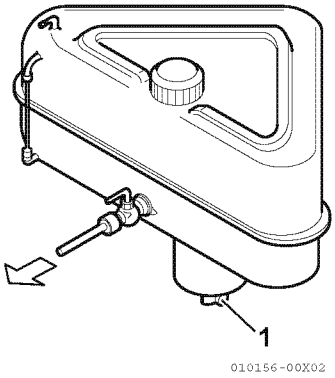

Figur 1
1. Sett et fat (1, **Figur 1**) Under tappekranen for å samle opp drivstoffet.